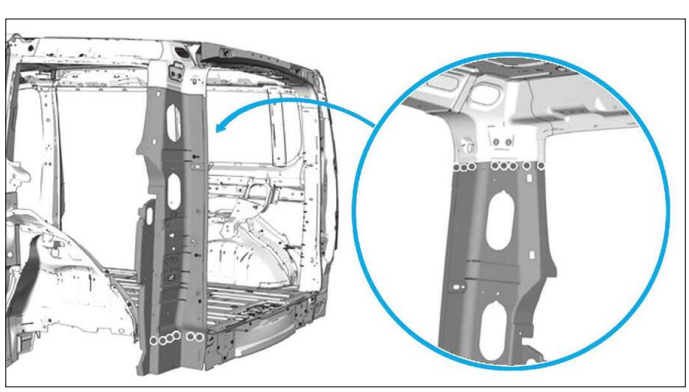

FIG. 99
- Souder par points électriques **(Fig.99)**.